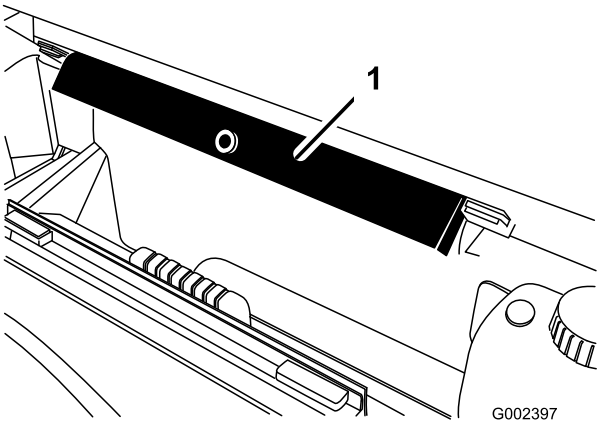

**Figur 30**
2. Fjern ladstøtten fra opbevaringsbeslagene bag på styrtbøjlepanelet (Figur 30).